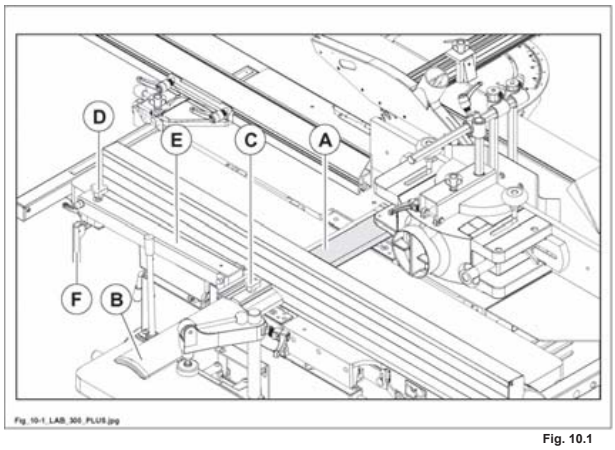

Fig. 10.1
1) Ponte della protezione (B fig. 10.1).
2) Pomolo di bloccaggio del ponte (C fig. 10.1).
3) Pomolo di regolazione in altezza (D fig. 10.1) (altezza massima raggiungibile 75 mm).
4) Braccio (E fig. 10.1).
5) Leva bloccaggio protezione (F fig. 10.1).
Per regolarla in altezza agire sul pomello (D fig. 10.1); la posizione desiderata viene mantenuta dall'ammortizzatore.